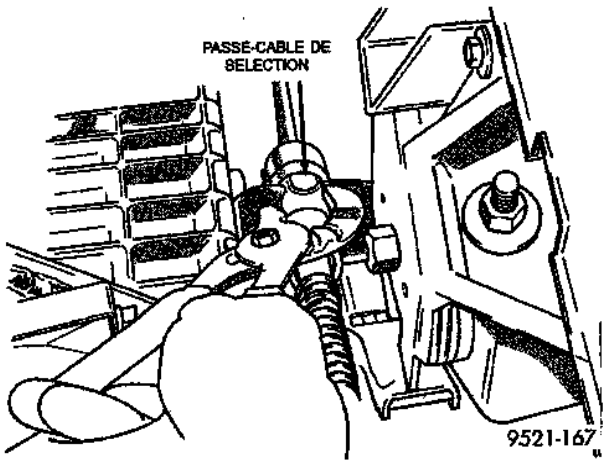
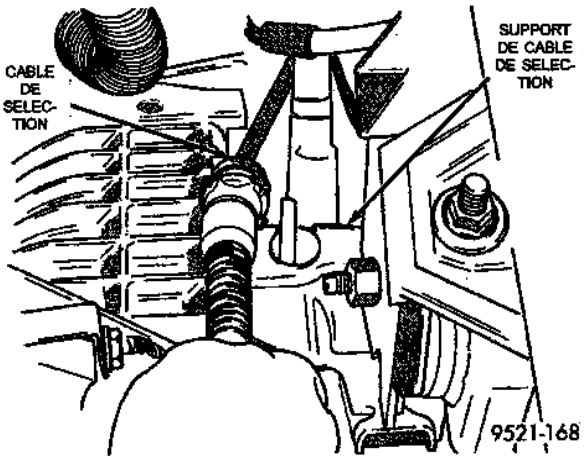

Fig. 8 Agrafes de passe-câble
Fig. 9 Dépose du câble du support
(2) Utiliser une pince pour pincer les oreilles de la fixation de la gaine de câble au support de montage (Fig. 8) et pousser à travers le trou pour la dépose (Fig. 9).